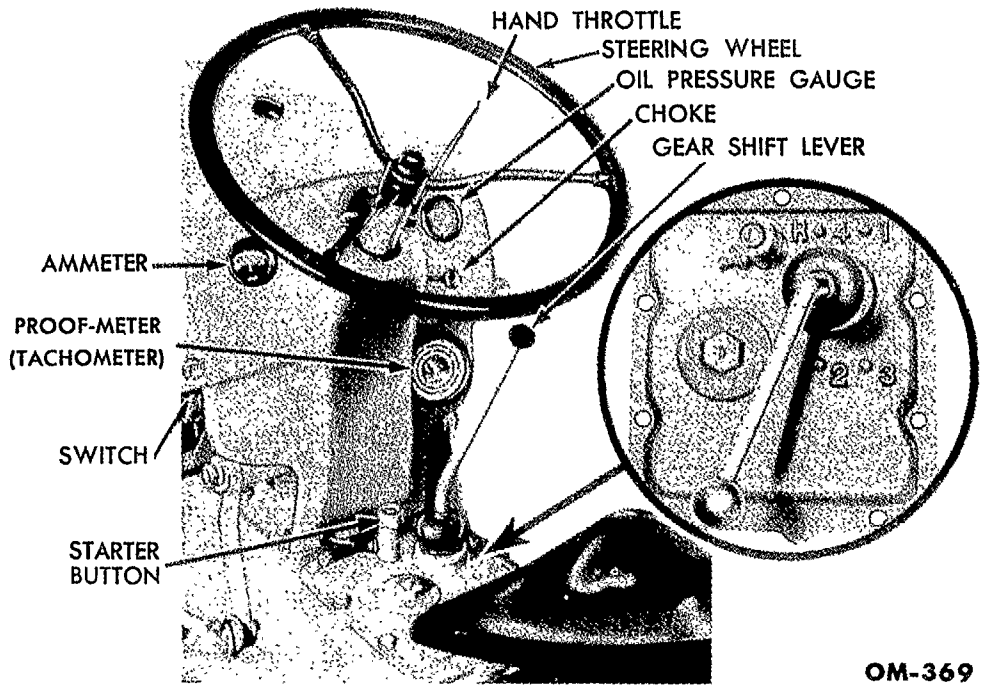

Fig. 5—Operator's Controls
d. Gearshift Lever. The gearshift lever is on top of the transmission housing and forward of the seat. Fig. 5 shows the position of the lever for the five gear ratios. The gearshift position is marked on the transmission cover plate for all gears.
j. Choke Rod Button. The choke button is located on the right-hand side of the instrument panel (fig. 5).
k. Starter Button. The starter button is located to the left of the gearshift lever (fig. 5). It is equipped with a safety latch which will allow the starter button to complete the starting motor circuit only when the gearshift lever is in the neutral position.
l. Ignition Switch. The ignition switch is located on the lower left-hand corner of the instrument panel (fig. 5). The ignition switch is ON when the key is in the vertical position.
Before attempting to start the engine, make sure that the function of each control and instrument is thoroughly understood. The gearshift lever must be in neutral (fig. 5) before the starter button can be depressed.
c. Choice of Gear Ratios. By intelligent selection of the working gear for a particular field operation, the operator can save fuel and engine wear. Tractors operating in a low gear with a light load and high engine speed are wasting fuel. An engine operating at a high speed and a light load is running with a high manifold vacuum and a low compression pressure which cause inefficient combustion. "Lugging" is a term applied to a condition of excessive engine load for a selected gear and throttle setting. Lugging of an engine increases the wear. The Ford tractor has four forward speeds (fig. 5) to provide for different operating conditions.